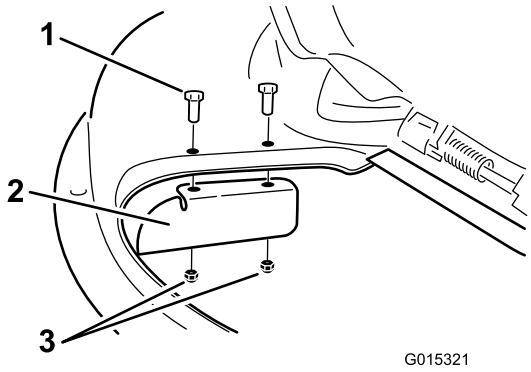

Figur 31
9. Monter græsafskærmningen på plæneklipperskjoldet (Figur 31).
3. Afmonter græsafskærmningen fra plæneklipperskjoldet (Figur 31).